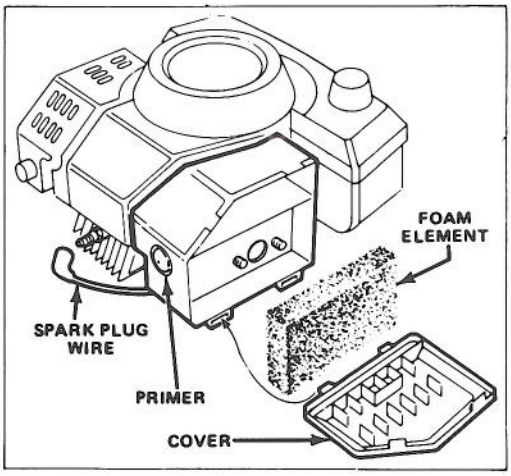
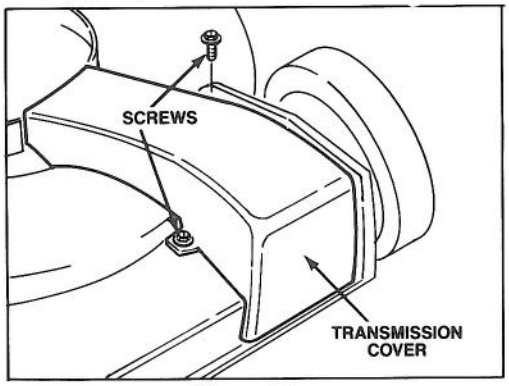

Figure 10
Figure 16
1. Stop the engine and pull wire off spark plug (Fig. 10).
1. Stop engine and pull wire off spark plug (Fig. 10).
2. Lift tabs at top of air cleaner cover and pivot cover down. Clean cover thoroughly (Fig. 10).
3. If outside of foam element is dirty, remove it from air cleaner body (Fig. 10). Clean thoroughly.
2. Clean around spark plug and remove plug from cylinder head (Fig. 10).
1. Stop engine. Pull wire off spark plug. (Fig. 10).
1. Stop engine and pull wire off spark plug (Fig. 10). Remove two screws and lift off transmission cover (Fig. 16).
2. Remove transmission cover (Fig. 16).